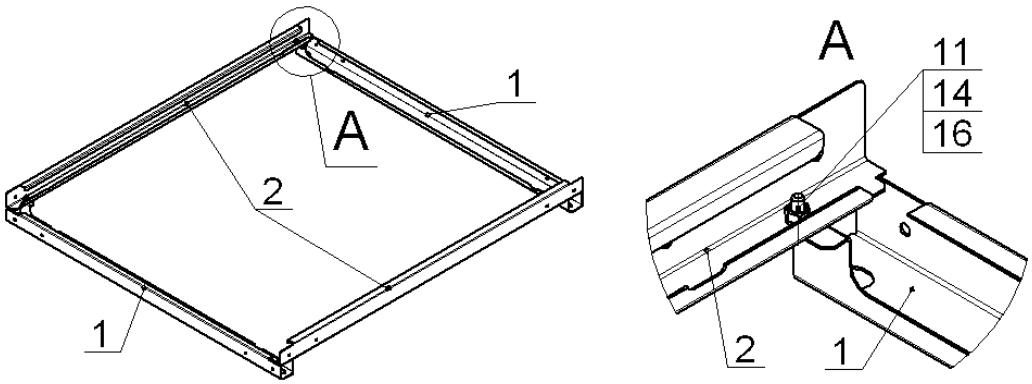

Рис.2
2. Уложить на горизонтальную, ровную поверхность профили лицевые, верхние (890мм), поз.1. На полки профилей лицевых поз.1 установить профили боковые, верхние поз.2 (944мм) и закрепить их 4 болтами М6, гайками и шайбами поз.11, 14 и 16, как показано на рис.2. Гайки не затягивать: